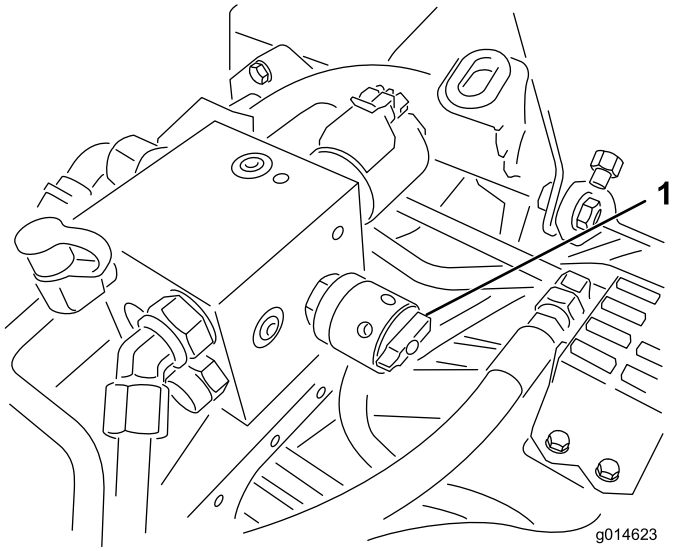

**Figuur 53**
6. Draai de toerentalregeling van de messenkooien naar instelling 1 (Figuur 53).